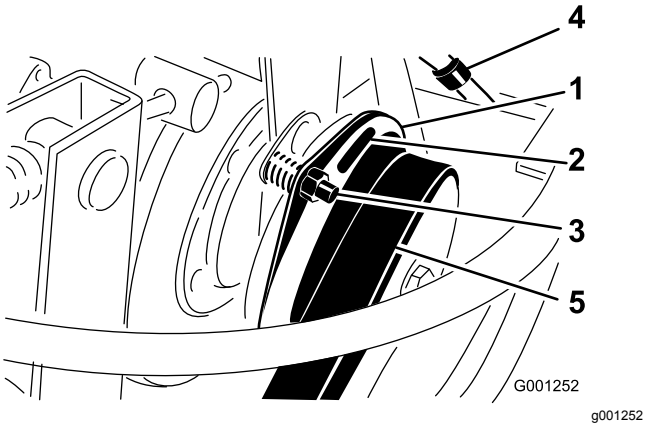

Figur 74
3. Juster mellemrummet, så en søgelære på 0,38 mm kan glide ind mellem koblingsbelægningen og friktionspladen med et let tryk (Figur 74).
Bemærk: Mellemrummet kan reduceres ved at dreje justermøtrikken med uret (Figur 74). Det maksimale mellemrum er 0,76 mm. Juster alle tre mellemrum.